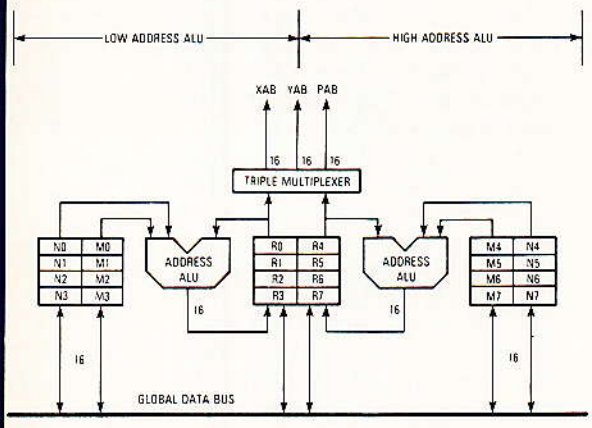

Figure 3.
L'ALU a été conçue pour être rapide et pour fournir la capacité nécessaire aux traitements de signaux de grande dynamique. Une circuiterie spécifique a été implantée pour faciliter la gestion des erreurs de débordement et d'arrondi. L'ALU réalise toutes les opérations arithmétiques et logiques sur les opérandes. Il comprend quatre registres 24 bits d'entrée, deux registres d'accumulation 48 bits, deux registres d'extension d'accumulation de 8 bits, un accumulateur avec décalage, deux limiteurs-décaleurs sur bus de données, et une multiplication avec accumulation (MAC) réalisée en un cycle machine (**figure 3**). «La» MAC est certainement l'opération la plus importante dans les DSP. Elle accepte trois opérandes en entrée, deux pour la multiplication et une pour l'accumulation (i x j) + k. Le résultat sort sur 56 bits sous la forme extension de signe : produit de poids fort, produit de poids faible (EXT : MSP : LSP). L'opération MAC est réalisée indépendamment et en parallèle de l'activité des bus XDB et YDB, et ses registres de mémorisation facilitent les entrées/sorties de l'ALU. Le résultat de multiplication peut être tronqué en ne conservant que les parties EXT et MSP ou bien arrondi en utilisant la convergence d'arrondi du LSP sur le MSP. L'ALU effectue ses opérations sur des données fractionnaires en complément à 2 (**voir l'annexe 2**). Les registres de l'ALU peuvent être lus et écrits par l'intermédiaire des bus XDB et YDB comme des données 24 bits ou 48 bits. L'ALU est capable de traiter en un seul cycle machine les opérations suivantes : multiplication, multiplication avec accumulation positive ou négative et arrondi convergent, addition, soustraction, une itération de division, une itération de normalisation, un décalage, et les opérations logiques. Les données d'entrée sont sur 24 ou 48 bits si elles viennent de l'expérience de l'ALU et de 56 bits si elles viennent des accumulateurs. La sortie de l'ALU est toujours l'un des deux accumulateurs 56 bits. Les mots de 24 bits procurent une dynamique de 144 dB. Ce qui est suffisant pour la plupart des applications puisque bon nombre de convertisseurs analogique/numérique et numérique/analogique ont une dynamique de moins de 16 bits et de toute façon jamais supérieure à 24 bits. L'accumulateur 56 bits de l'ALU permet une dynamique interne de 336 dB de telle sorte qu'aucune perte de précision n'apparaisse dans les calculs intermédiaires. Les limiteurs/décaleurs de données donnent la possibilité de faire du traitement sur les données lues dans les registres d'accumulation A et B par les bus XD et YD. Deux limiteurs/décaleurs indépendants opèrent sur chacun des bus XD et YD. Les décaleurs de données procurent la potentialité de décaler d'un bit à droite ou à gauche ou bien de ressortir la donnée sans la traiter. Chaque décaleur travaille sur 24 bits avec indication de débordement.
6) L'unité de génération d'adresses (figure 3)